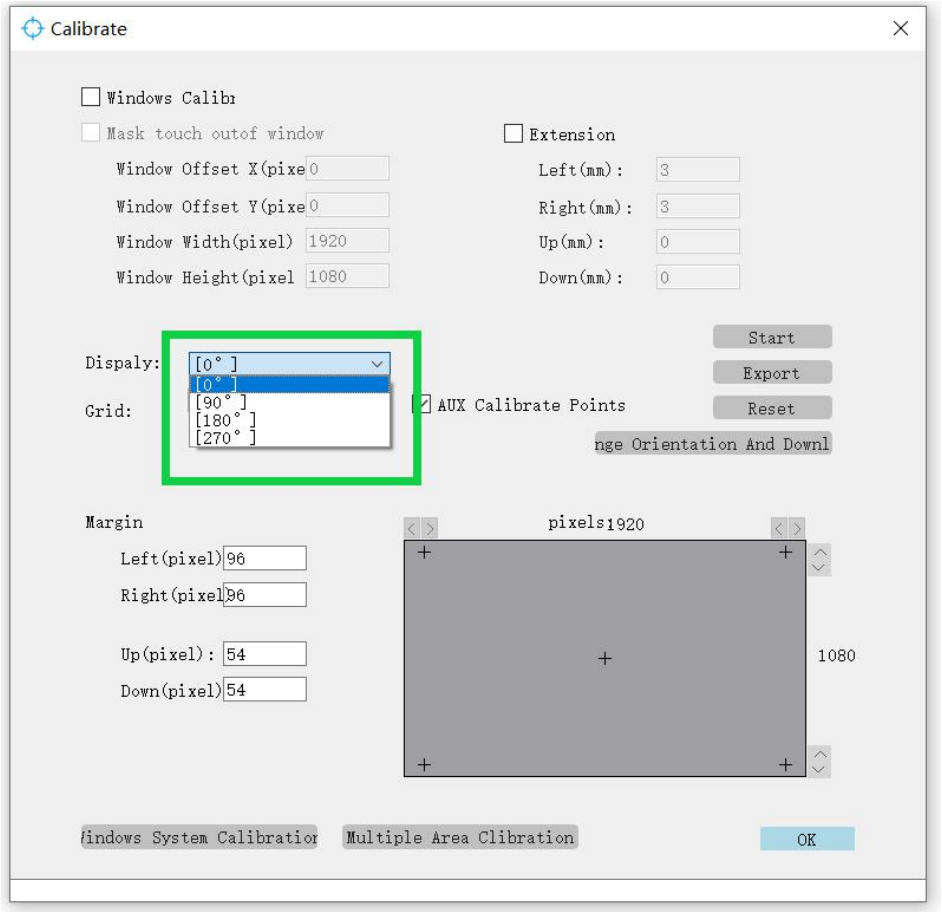

Figure 24 The Calibration Rotation Options in DiagTool
c) With the orientation of the screen display (on your PC) recognized, apply the corresponding calibration rotation method in DiagTool (see Figure 24).